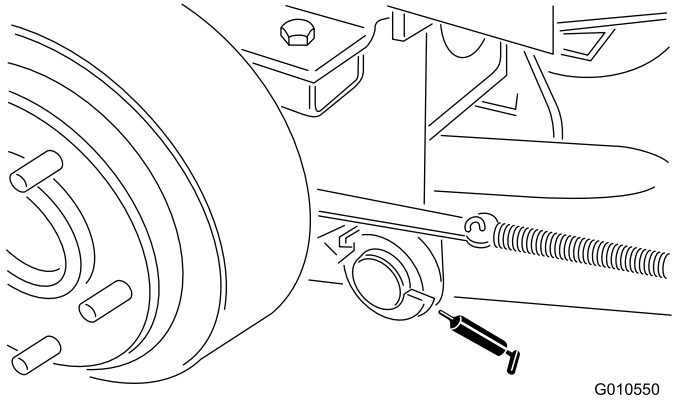

Figuur 14
- Draaipen van de rechter- en linker hefarm (Figuur 14)